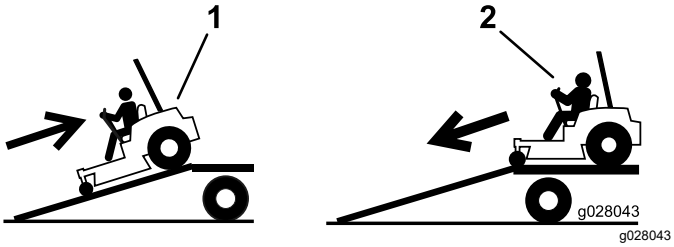

Figure 36
4. Montez la rampe en marche arrière (Figure 36).
2. Descendez la rampe en marche avant (Figure 36).